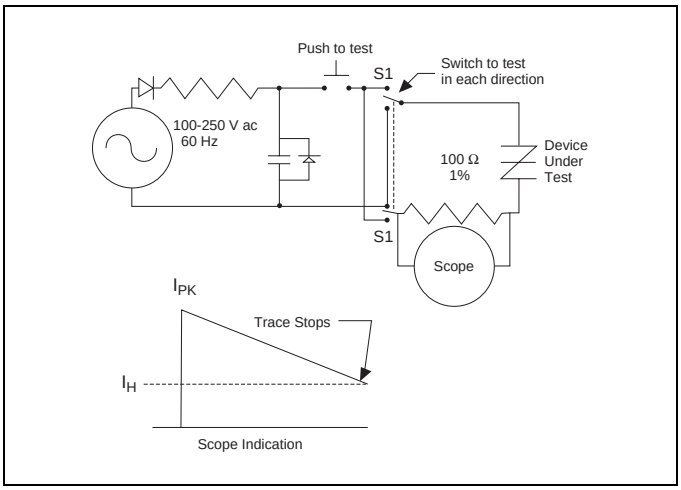

Figure E9.13 Dynamic Holding Current Test Circuit for Sidacs
(4) See Figure E9.13 for test circuit.